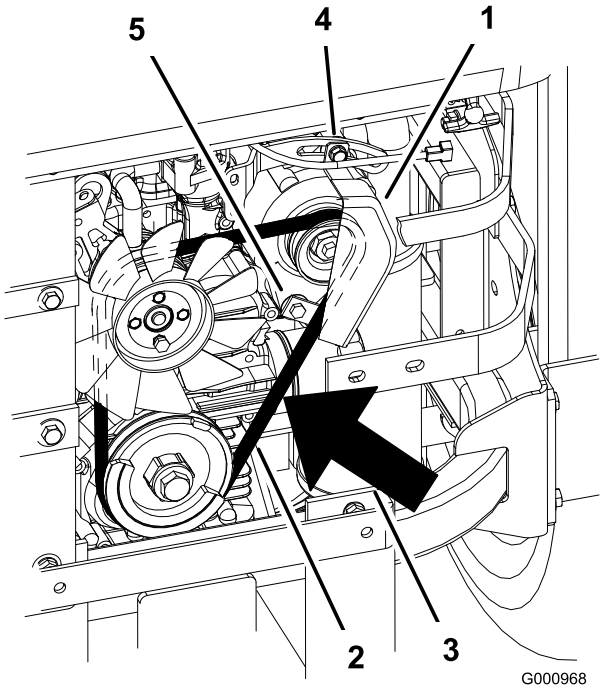

Figuur 58
7. Draai de onderste bout los en verwijder de bovenste bout waarmee de wisselstroomdynamo en de kap vastzitten (Figuur 58).
9. Leg de nieuwe riem rond de poelies en de wisselstroomdynamo (Figuur 58).
14. Draai de onderste bout vast en monteer de bovenste bout waarmee de wisselstroomdynamo en de kap vastzitten (Figuur 58).
2. Beweeg de wisselstroomdynamo naar buiten totdat de riem tussen de motor en de poelies van de wisselstroomdynamo een speling van 7-9 mm heeft als deze wordt ingedrukt met een kracht van 10 kg (Figuur 58).
5. Als de speling correct is, draait u de onderste en bovenste bout vast (Figuur 58).